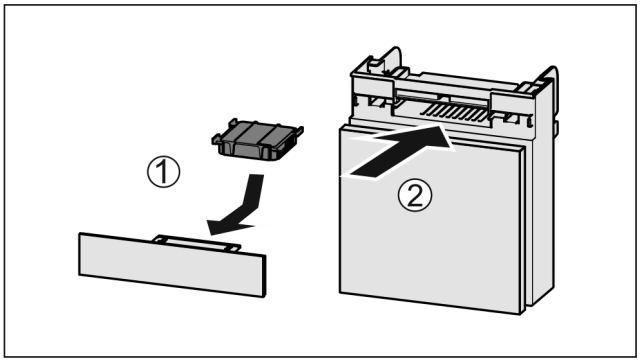

Fig. 129
▶ Aktivkohlefilter nach Abbildung einsetzen *Fig. 129 (1)*.
▶ Fach einschieben *Fig. 129 (2)*.